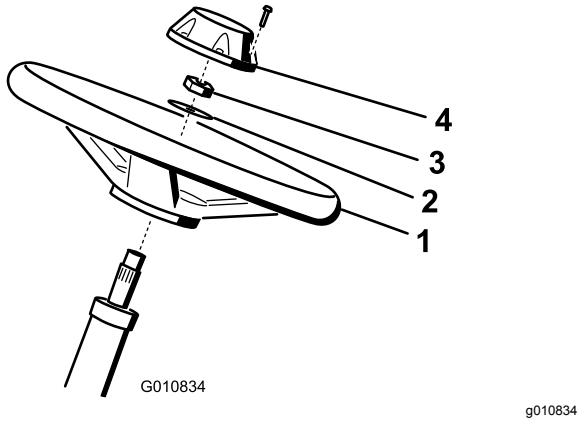

Figur 4
1. Trä på ratten på styraxeln (Figur 4).
2. Trä på brickan på styraxeln (Figur 4).
3. Fäst ratten på axeln med en låsmutter och dra åt den till 27–35 N·m (Figur 4).
4. Montera kåpan på ratten och fäst den med sex skruvarna (Figur 4).